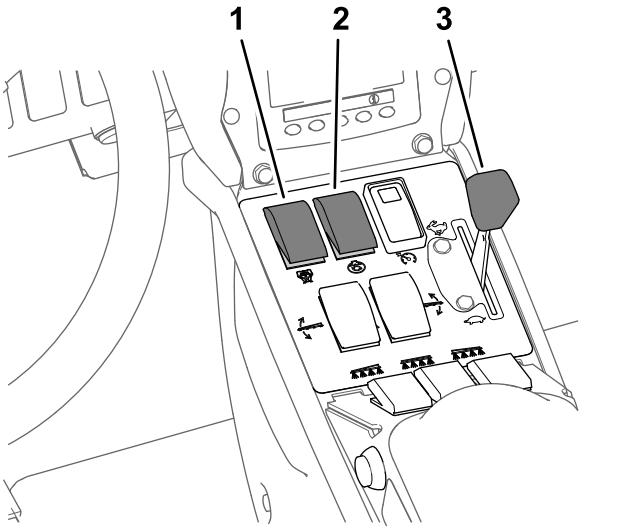

Figura 45
8. Coloque o interruptor de agitação e o interruptor da bomba do pulverizador na posição LIGAR (Figura 45).
9. Coloque a alavanca na posição RÁPIDO (Figura 45).
Nota: Este procedimento assume que a bomba de pulverização está ligada; consulte Figura 45 em Pulverização no Modo de taxa de aplicação (página 40).
4. Ajuste o acelerador para a velocidade do motor desejada; consulte Figura 45 em Pulverização no Modo de taxa de aplicação (página 40).